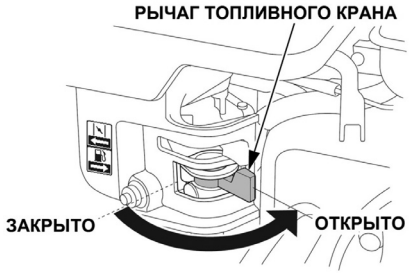

Рис. 15 Рычаг топливного крана
3. Откройте топливный кран переводом рычага вправо (Рис. 15).